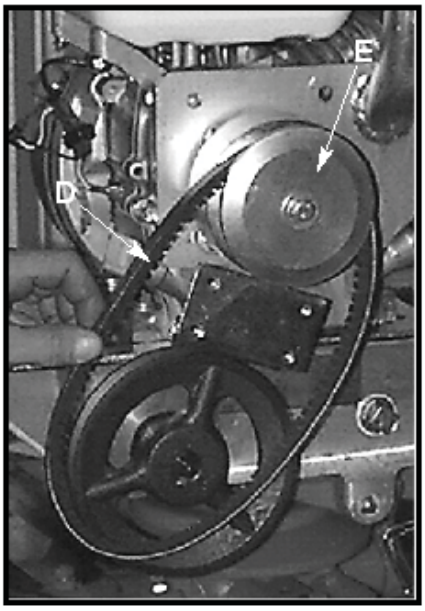

Figure 3
3. After the belt (D) has cleared the pulley, remove it from clutch (E). See Figure 3.